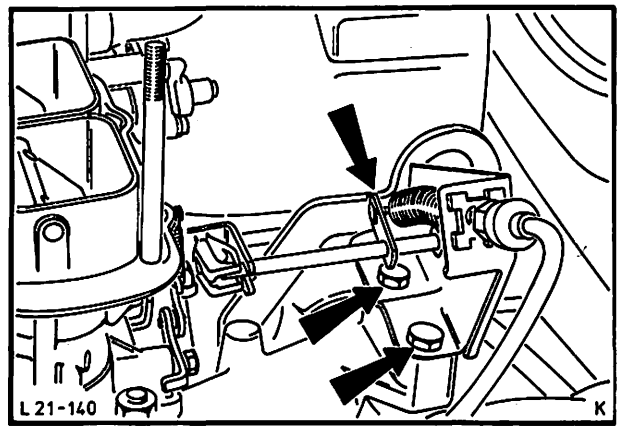

Abb. 193 Gaszug aushängen und Halter abbauen
3. Unterdruckschlauch – Bremsverstärker vom Einschraubstutzen – Ansaugkrümmer entfernen. Gaszug am Gasgestänge aushängen und Halter abbauen, Abb. 193.